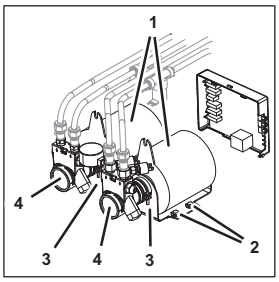

Fig. 47
2. Remove the fastening bolts (Fig. 47/2) from the carbonator pump motor (Fig. 47/1).
3. Remove the clamp (Fig. 47/3).
4. Disconnect the carbonator pump motor (Fig. 47/1) from the carbonator pump (Fig. 47/4).
5. Lift the carbonator pump motor (Fig. 47/1) out of the unit.
6. Position the new carbonator pump motor (Fig. 47/1) on the carbonator pump (Fig. 47/4).
7. Attach the carbonator pump motor (Fig. 47/1) to the carbonator pump (Fig. 47/4) using the clamp (Fig. 47/3).
8. Attach the carbonator pump motor (Fig. 47/1) using the fastening bolts (Fig. 47/2).